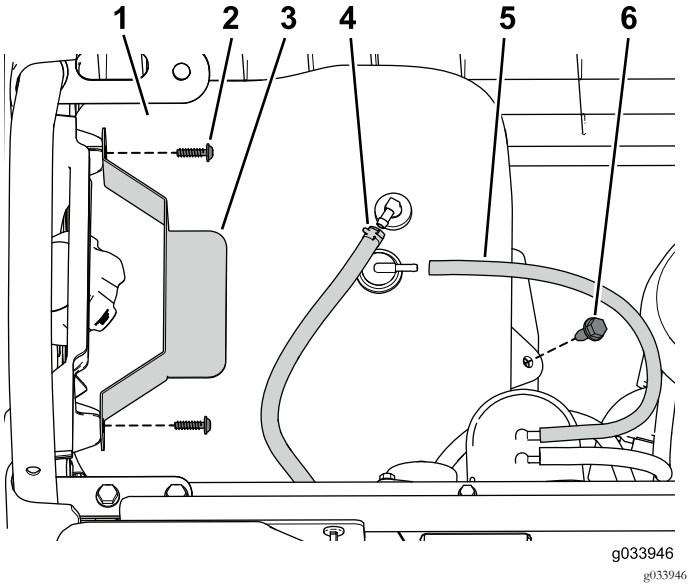

Figura 1
1. Remova o parafuso flangeado que fixa o depósito de combustível ao tabuleiro do depósito (Figura 1).
2. Retire os parafusos que prendem a fixação (Figura 1).
3. Desligue a tubagem de ventilação e a linha de combustível do depósito (Figura 1).